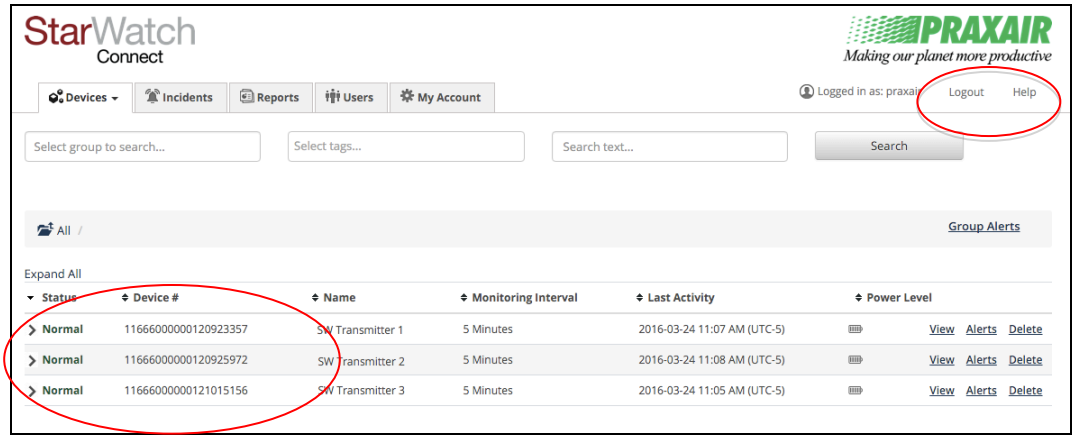

Figure 1: Device List Screen Example
1. Log into the *StarWatch* Connect Website using the credentials that were provided separately. Once you have logged in, default settings display on the Device List Screen (see Figure 1 for an example).